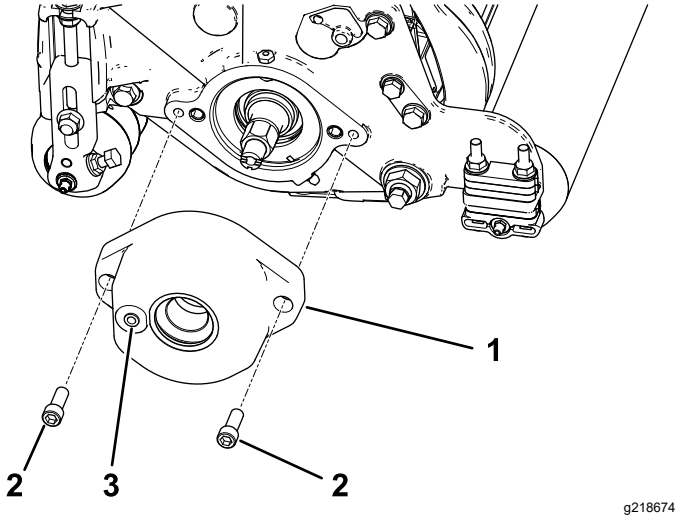

Figura 5
3. Montate l'alloggiamento della spazzola per rullo sull'alloggiamento del cuscinetto del cilindro con 2 bulloni a esagono incassato; fate riferimento a Figura 5.